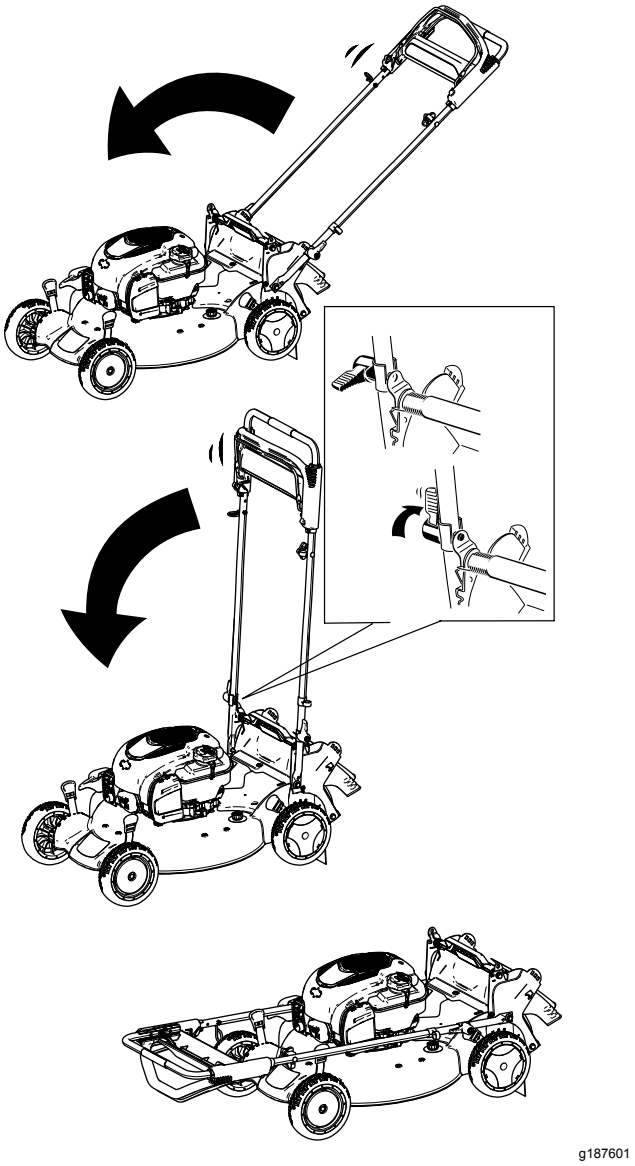

Figur 30
2. Drej håndtaget fremad (Figur 30).